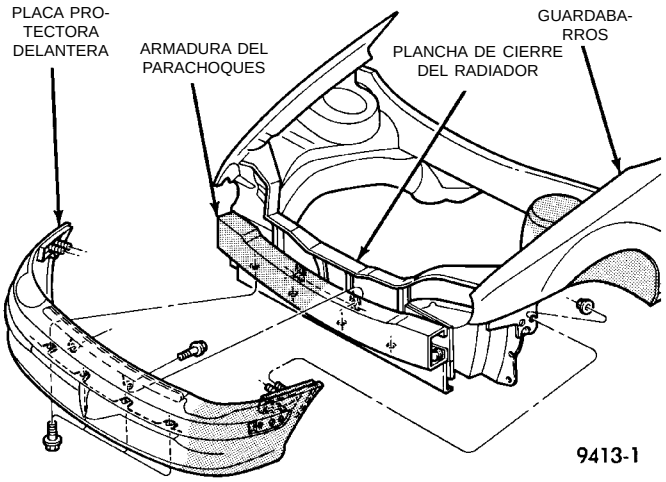

Fig. 1 Placa protectora del parachoques delantero
(1) Retire las tuercas que fijan la placa protectora del parachoques delantero a la parte inferior del guardabarros, por delante de las ruedas delanteras.
(2) Retire los tornillos que fijan la placa protectora delantera a la parte interior del hueco de la rueda.
(3) Retire los pernos que fijan la placa protectora a la armadura del parachoques, por delante del radiador (Fig. 1).
(4) Retire los pernos que fijan la placa protectora a la parte inferior de la armadura del parachoques.
(5) Separe del vehículo la placa protectora.
(1) Emplace la placa protectora sobre el vehículo.
(2) Instale los pernos que fijan la placa protectora a la parte inferior de la armadura del parachoques.
(3) Instale los pernos que fijan la placa protectora a la armadura del parachoques, por delante del radiador (Fig. 1).
(4) Instale los tornillos que fijan la placa protectora a la parte interior del hueco de la rueda.
(5) Instale la rejilla del radiador. Para informarse sobre los procedimientos apropiados, consulte el Grupo 23, Carrocería.